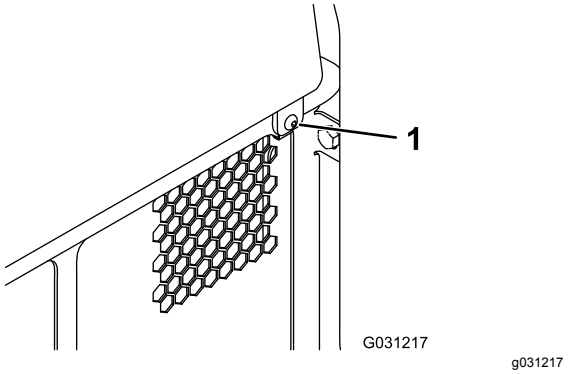

Rysunek 34
1. Zdejmij element mocujący (Rysunek 34).
2. Unieś tylną pokrywę dostępową, aby uzyskać dostęp do elementów wewnętrznych (Rysunek 34).